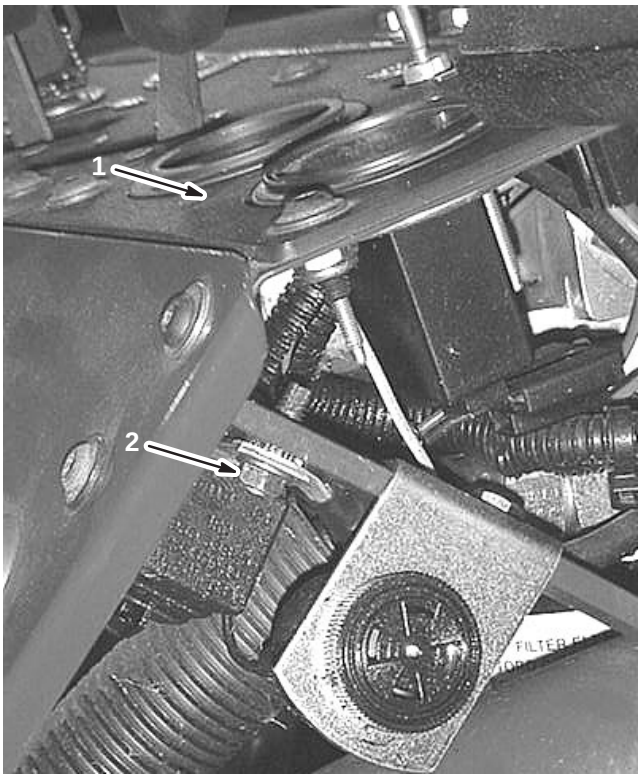

Figure 9
9. Connect the black wire to the ground bolt on the frame (Fig. 9).